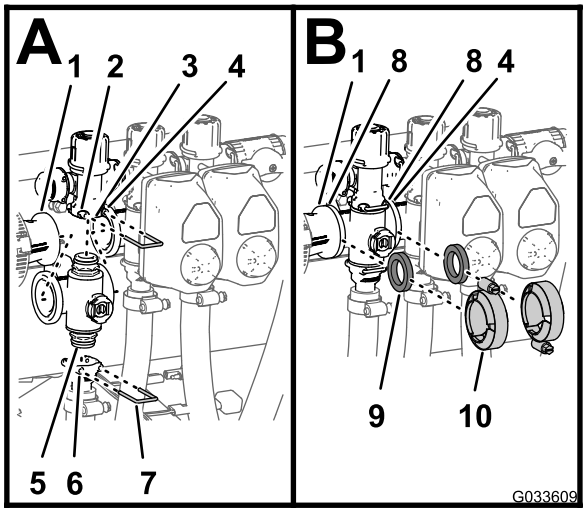

Figur 116
1. Sett den øvre kappkoblingen på manifoldventilen inn i omløpskoblingen (A i Figur 116).
2. Fest kappkoblingen til omløpskoblingen ved å sette en holder i sokkelen på omløpskoblingen (A i Figur 116).
3. Fest uttaksnippelen på den nedre kappkoblingen på manifoldventilen (A i Figur 116).
4. Fest kappkoblingen til uttaksnippelen ved å sette en holder i sokkelen på uttaksnippelen (A i Figur 116).
5. Plasser en pakning mellom flensene på reduksjonskoblingen og seksjonsventilmanifolden (B av Figur 116).
6. Sett sammen reduksjonskoblingen, pakningen og seksjonsventilmanifolden med en klemme som du strammer for hånd (B av Figur 116).
7. Hvis du monterer de to seksjonsventilene lengst til venstre, må du plassere en pakning mellom flensene på de to nærliggende seksjonsventilmanifoldene (B av Figur 116).
8. Sett sammen de to nærliggende seksjonsventilmanifoldene og pakningen med en klemme som du strammer for hånd (B av Figur 116).